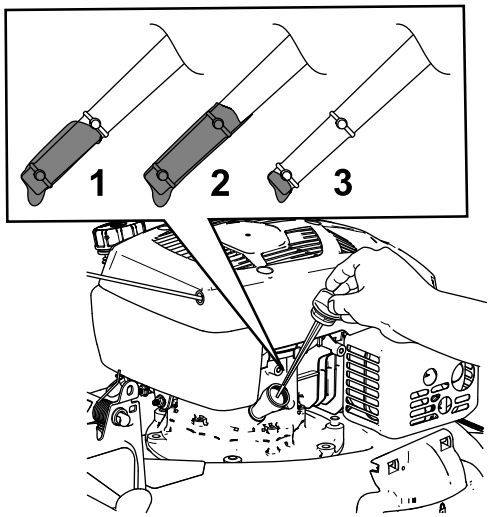

Figura 34
3. Retire la varilla girando el tapón en el sentido contrario a las agujas del reloj y tirando del mismo (Figura 34).
10. Observe el nivel de aceite en la varilla (Figura 34).